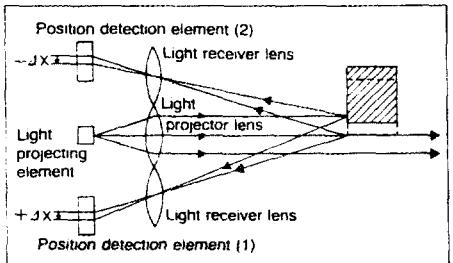

Fig. 2 Beam range measurement method
The MQ photoelectric sensor area reflective type has adapted this optical triangulation range measurement principle, but in order to improve the reliability of the detection of the sensor, a more elaborate method has been devised. First, light receivers are positioned symmetrically on either side of the axis of the light projector, composing a triple beam arrangement. As shown in Fig. 2, when the moving detectable target is at the edge of the projected light beam, the spot reflected from the target is at a location different from the point where the spot is produced when the beam is completely intercepted, generating a range measurement difference of $+\Delta X$, but with the triple beam composition, the symmetrically arranged position detection element (2) has a spot produced conversely at a $-\Delta X$ difference position, and by means of averaging both range measurement signals, the correct range measurement can be made. This results in significantly improved repeatability and background suppression.